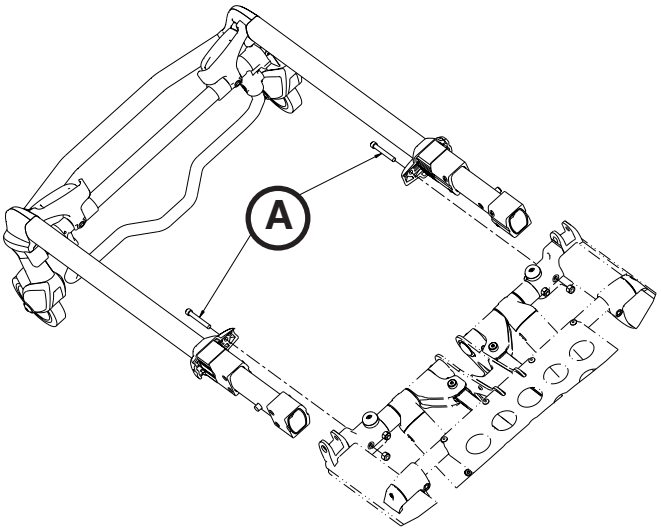

Figure 73
2. A l’aide d’une clé mixte de 7/16 et d’une clé hexagonale de 3/16, retirer les deux vis (A) qui fixent les chapeaux de palier au support d’interface du plan de couchage (une de chaque côté) (Figure 73).